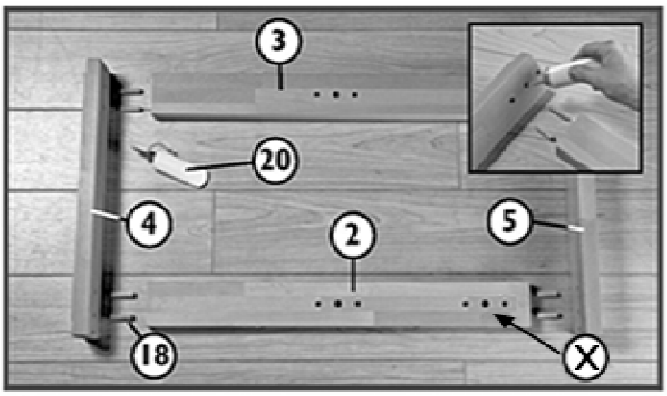

Fig. 1 X=holes for stretchers if cupboard is used
1. Placez la base (5), le support haut (4), le pied arrière (3) et le pied avant avec les trous pour les valets (2), les trous pour tourillons vers l'intérieur comme montré en Fig.1. Insérez les tourillons (18) en les collants (biberon de colle (20) comme montré en Fig 1. Utilisez les trous intérieurs. Les trous extérieurs sur chauque support haut (4) seront utilisés pour fixer le plateau sur les supports montés. . Réitérez l'opération pour le second ensemble.